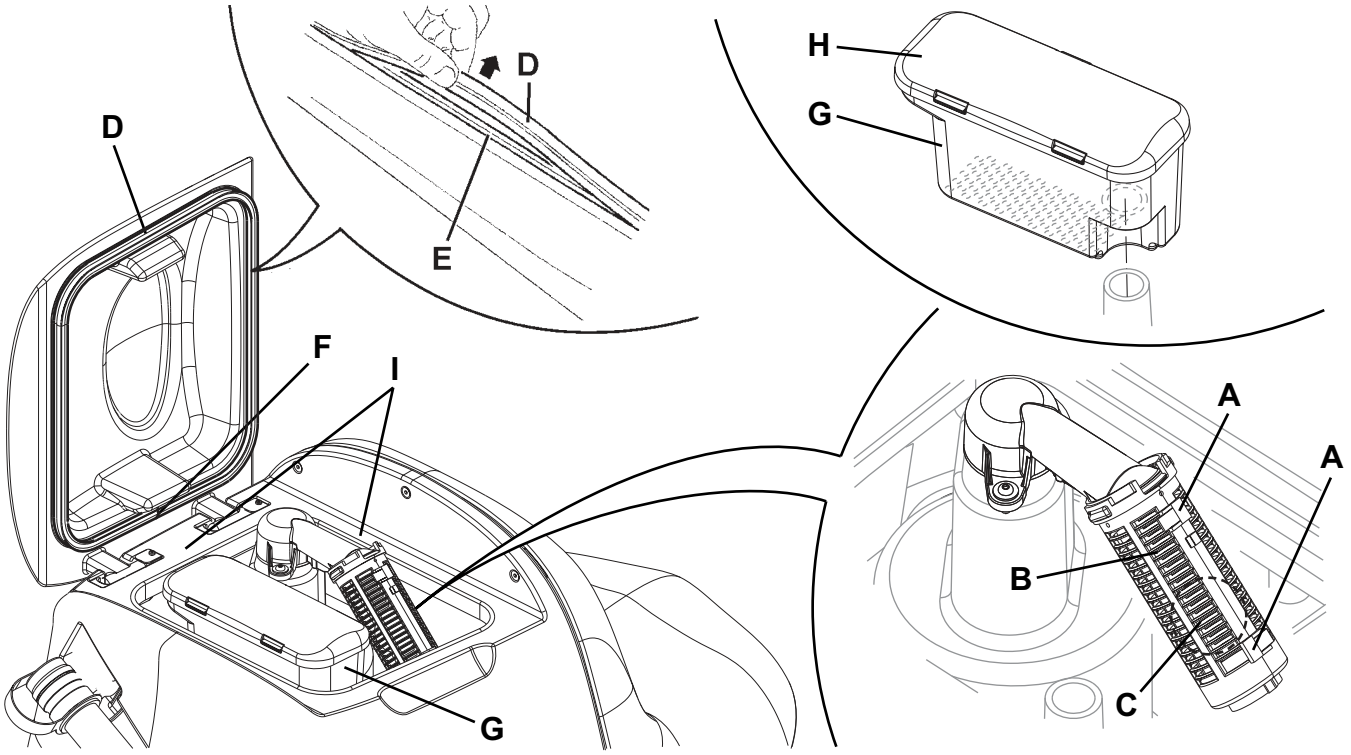

Afbeelding 7
5. Reinig het aanzuigrooster (27), koppel de houders (A, Afb. 7) los, open het rooster (B) en neem de vlotter (C); reinig deze daarna zorgvuldig en plaats terug.
6. Reinig de container met het vuilopvangrooster (26), demonteer de vuilopvangvoorziening (G), verwijder de afdekking (H) en reinig daarna zorgvuldig en plaats terug op de aanzuigslang.
7. Controleer of de pakking (D) van de afdekking van de tank heel is.